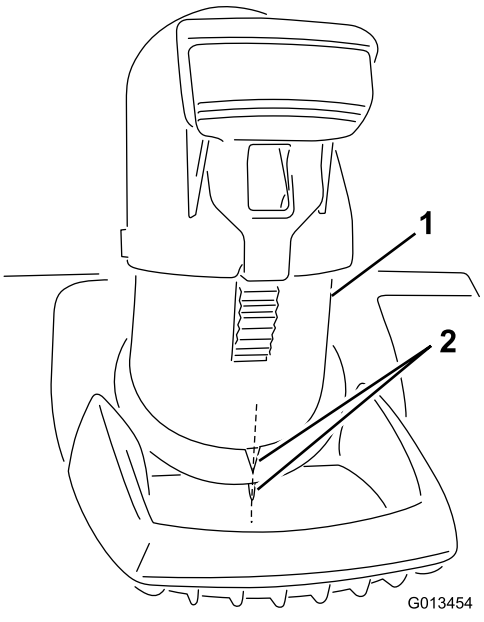

**Figura 3**
***Importante:*** **Allineate la freccia sul camino di scarico con la freccia sull'alloggiamento (Figura 3).**